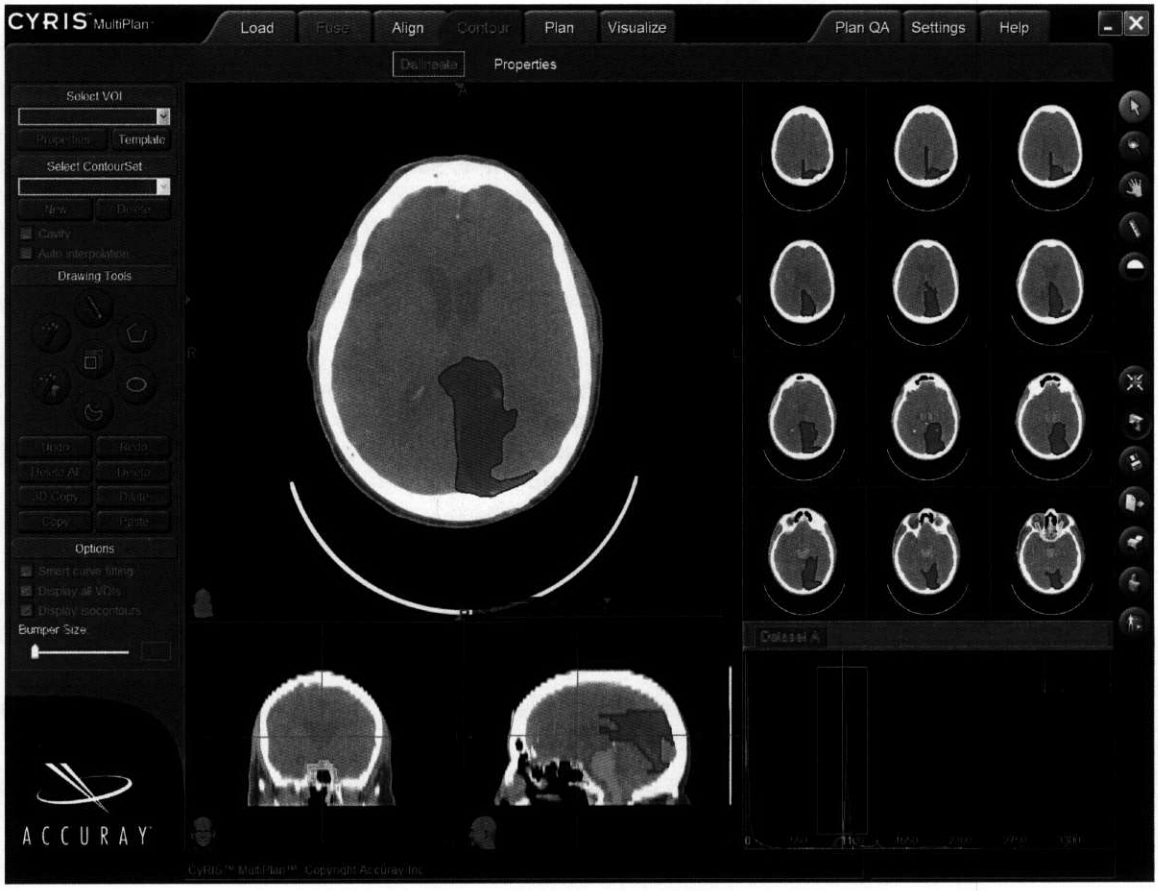

**Figure 36 Contour Step**
*Figure 36 Contour Step, page 52* presents the Delineate step of the Contour task. This task provides you access to the drawing tools you can use to create and modify Volumes of Interest.